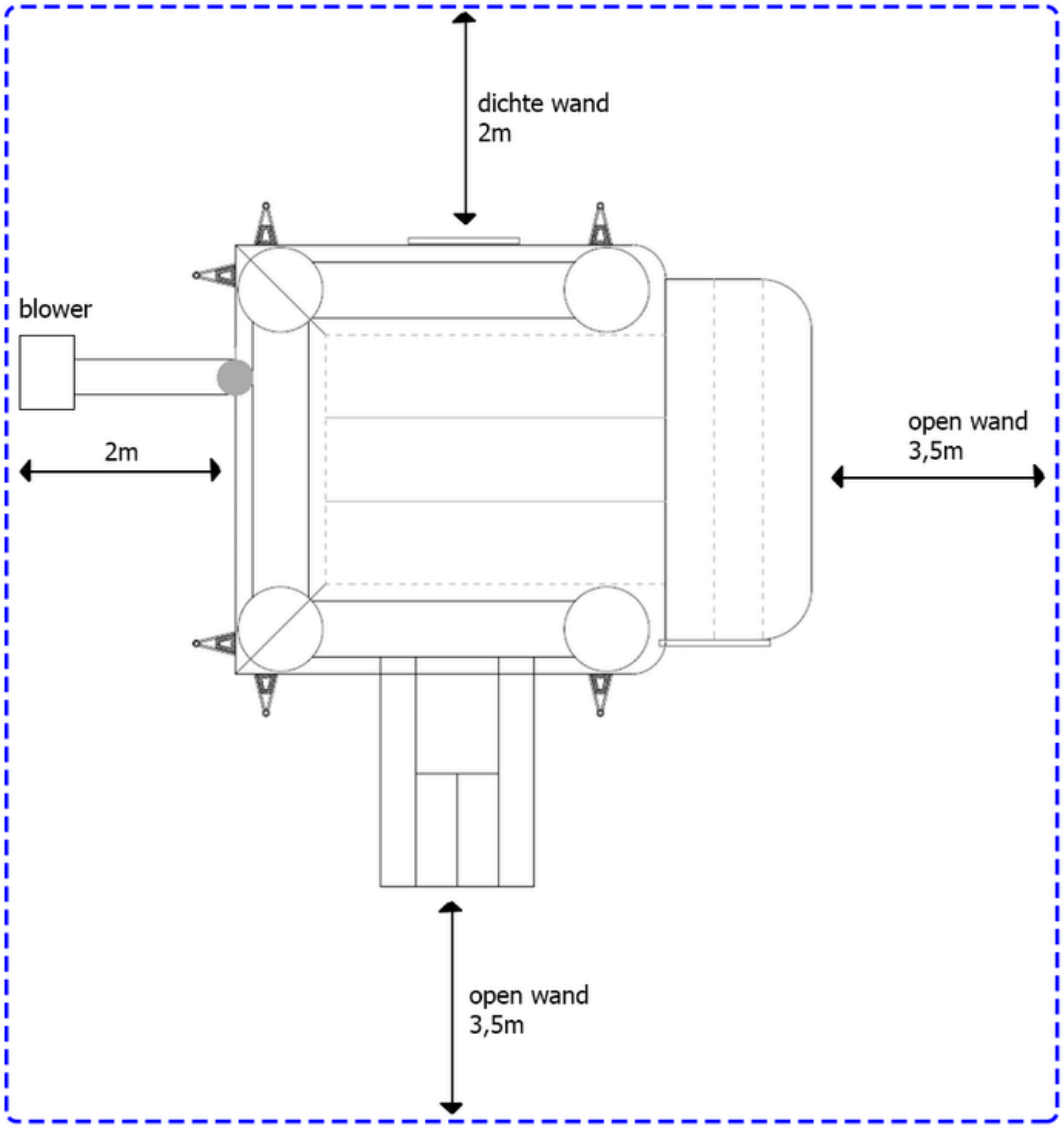

Figuur 2 Minimale vereiste vrije ruimtes rondom het springkussen
- Er moet zich voldoende vrije ruimte rondom het springkussen bevinden (*figuur 2*).